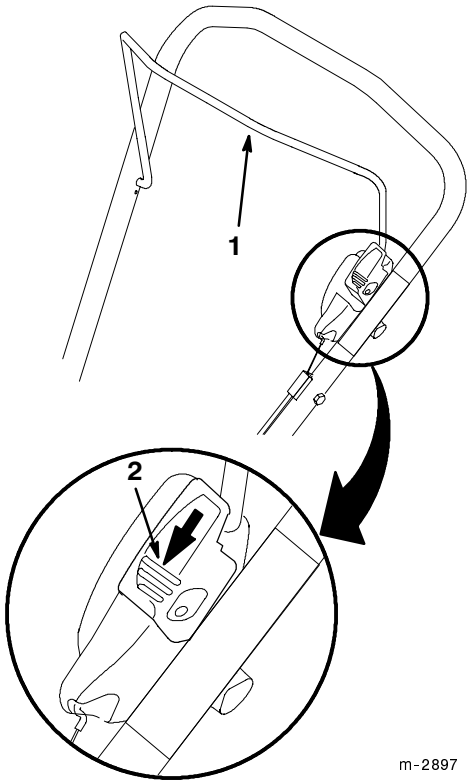

Figure 17
3. Pull the control bar toward the handle while pushing down the slide on the control (Fig. 17).